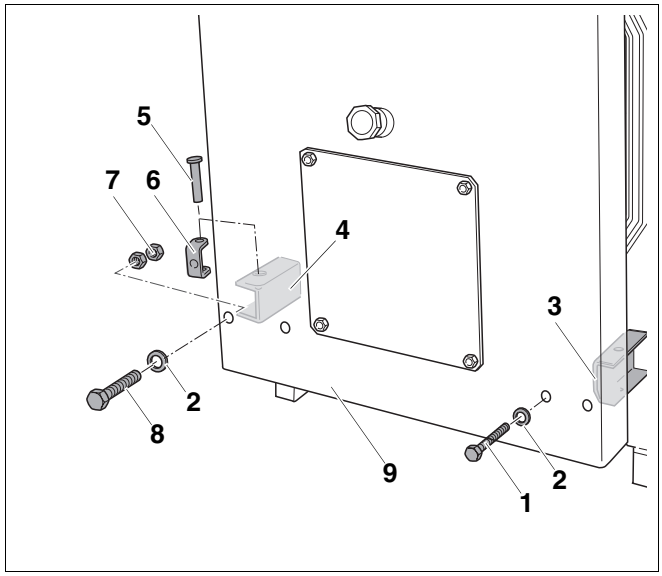

Rys. 10 Zamiana dolnych zawiasów
- Nałożyć podkładkę (rys. 10, **poz. 2**) na śrubę z łbem sześciokątnym M16 (rys. 10, **poz. 8**).
- Wsunąć śrubę z łbem sześciokątnym M16 (rys. 10, **poz. 8**) przez drzwiczki kotła (rys. 10, **poz. 9**) do dolnego, lewego zawiasu (rys. 10, **poz. 3**).
- Nakręcić nakrętki M16 (rys. 10, **poz. 7**) na śrubę z łbem sześciokątnym M16 (rys. 10, **poz. 8**).
- Wkręcić śrubę z łbem sześciokątnym M16 (rys. 10, **poz. 8**) w widełki zawiasu (rys. 10, **poz. 6**).
Przy wsuwaniu sworznia zawiasu należy pamiętać (rys. 10, **poz. 5**), aby jego łeb był skierowany do góry.
- Wsunąć sworzeń zawiasu w dolny, lewy zawias i przez widełki (rys. 10, **poz. 6**).
- Zabezpieczyć śrubę z łbem sześciokątnym M16 przy pomocy nakrętek M16 (rys. 10, **poz. 7**).
- Wkręcić śrubę z łbem sześciokątnym wraz z podkładką przy dolnym, prawym zawiasie w otwór gwintowany przedniej ścianki kotła (rys. 10).